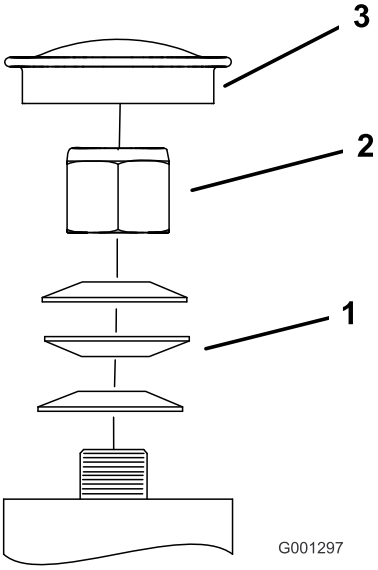

Figur 66
3. Fjern støvhætten fra styrehjulet, og spænd låsemøtrikken (Figur 66).
4. Spænd låsemøtrikken, indtil fjederskiverne er flade, og skru derefter 1/4 omgang ud for at indstille forspændingen på lejerne korrekt (Figur 66).
Vigtigt: Sørg for, at fjederskiverne monteres korrekt som vist i Figur 66.
5. Monter støvdækslet (Figur 66).